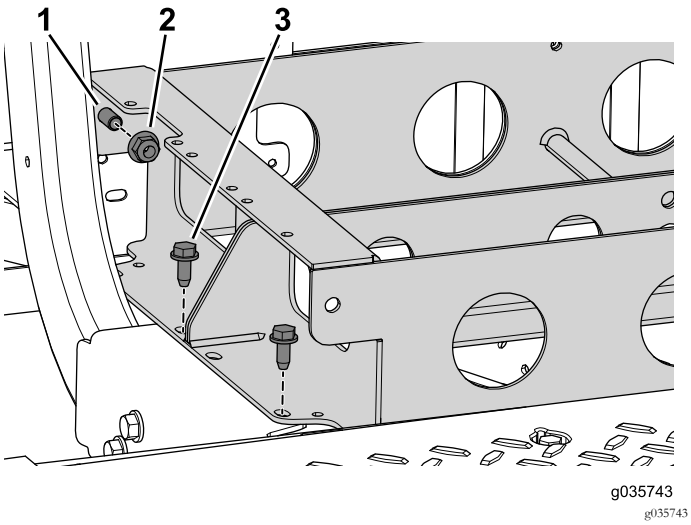

Figur 82
1. Brug de to flangemøtrikker og bolte til at fastgøre de bageste og forreste batteribakker med hinanden (Figur 82).
2. Brug de fire bolte (3/8 x 1 tomme) til at fastgøre den forreste batteribakke på maskinen (Figur 82).